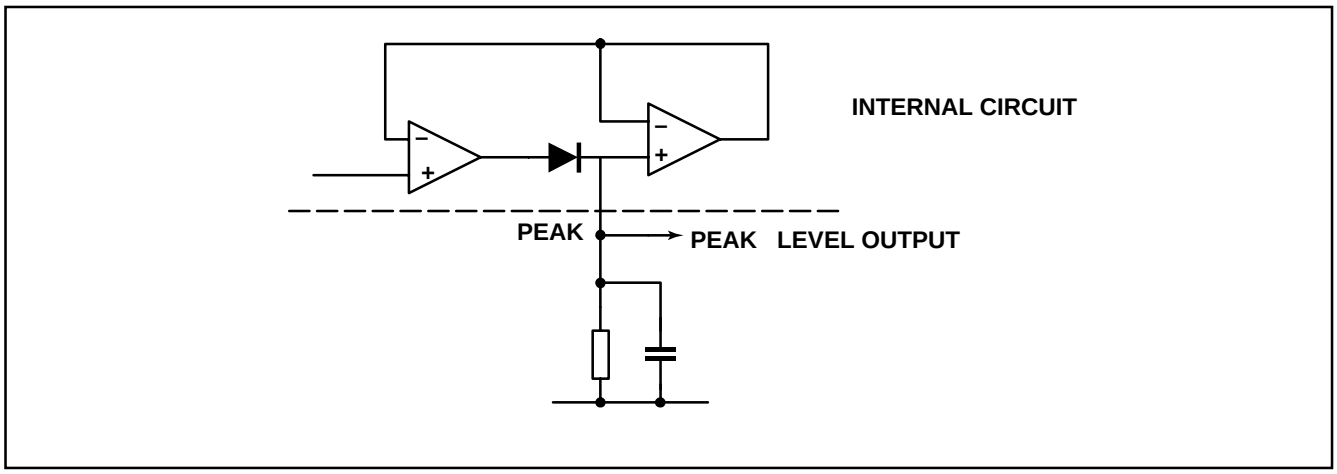

Fig. 5 Peak detector output
2. For coding schemes with d.c. content (e.g. low duty cycle pulse width modulation) an active peak detector is included. The output at pin PEAK represents the peak level at the data filter output (as shown in Fig.5). An external RC time constant at this pin determines the maximum attack and decay times of the peak detector. Typical values for the leakage and diode current source capability are shown in the specifications. The comparator has relatively low drive capability (push/pull current source output of 20µA) and hence DATOP should not be excessively loaded. On chip positive feedback around the comparator provides a nominal hysteresis level of 20mV.